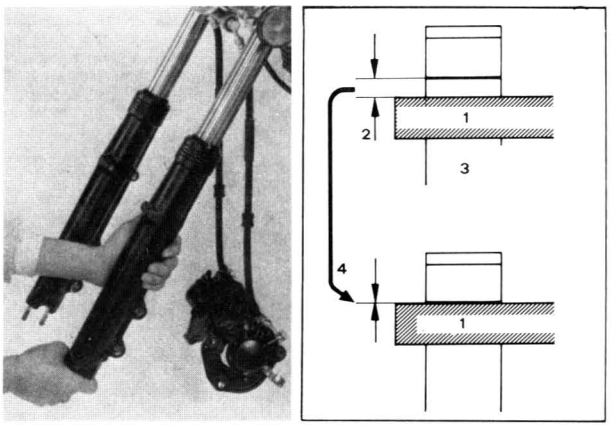

Bild 161
- Die Gabelrohre so einsetzen, dass die Ausrichtungslinie auf gleicher Höhe mit der Oberkante der oberen Gabelbrücke liegt (Bild 161).